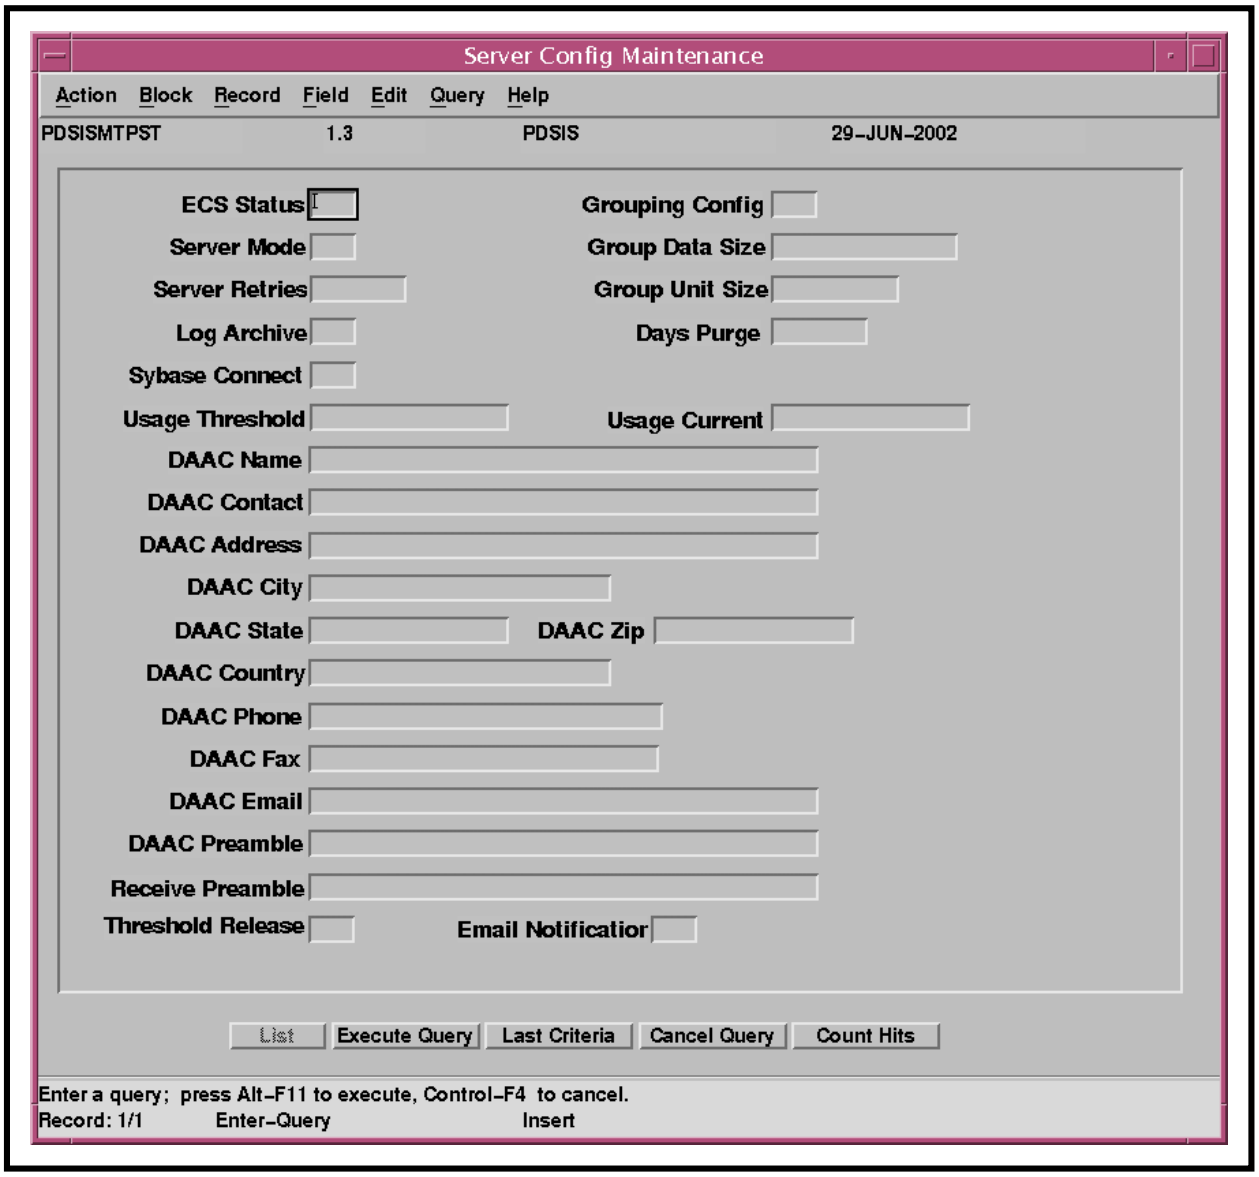

Figure 93. Server Config Maintenance (PDSISMTPST) Window
- The **Server Config Maintenance (PDSISMTPST)** window (Figure 93) is displayed.